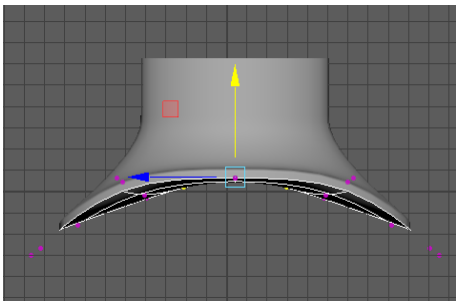

Figure 4-51 *The final output*
11. Choose **View > Predefined Bookmarks > Right Side** from the **Panel** menu; the right side-X viewport is activated. Choose **Move Tool** from the Tool Box and move the selected vertices upward along the Y axis to get the final output, refer to Figure 4-51.